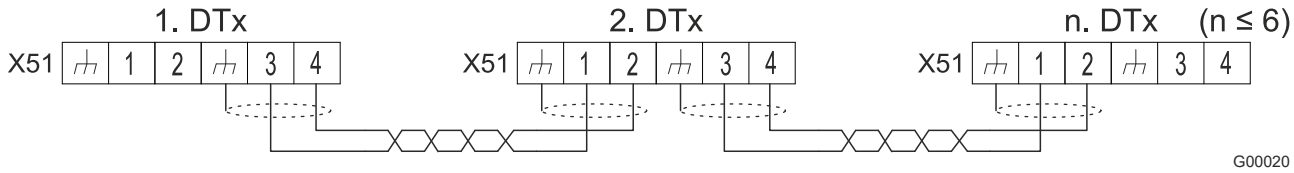

Fig. 22: Control Multimaster
1. Conecte los controladores de los climatizadores según el esquema de conexiones y Fig. 22 en la correspondiente regleta de bornes MM1/MM2, véase «Esquema de conexiones eléctrico – Multicontrolador (MC)», Página 42.